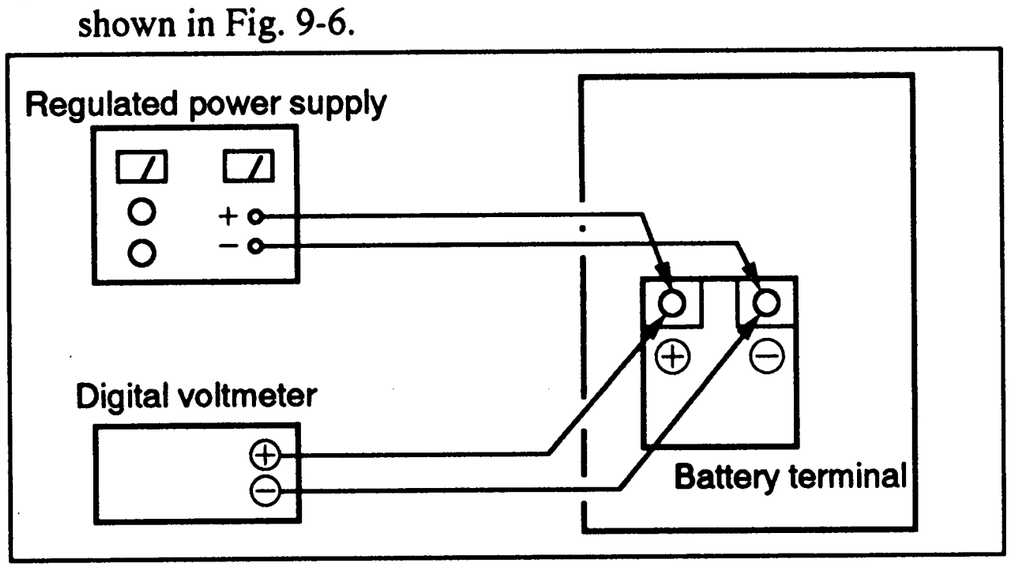

Fig. 9-6.
1) Connect a regulated power supply and digital voltmeter as shown in Fig. 9-6.